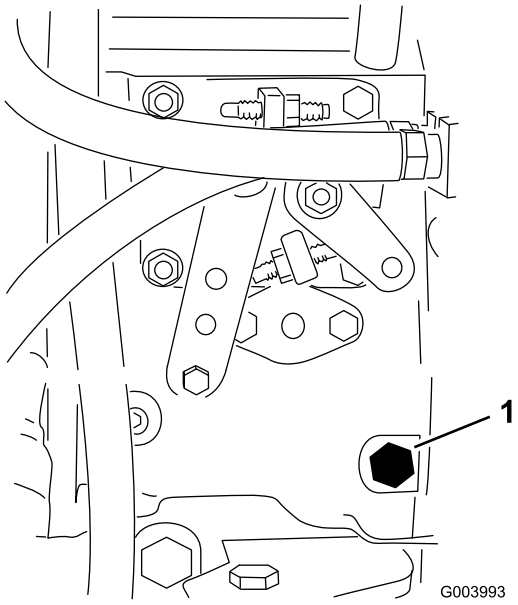

Figura 48
3. Abra el tornillo de purga de aire de la bomba de inyección de combustible (Figura 48) con una llave de 12 mm.